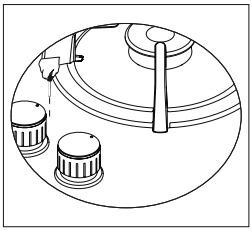
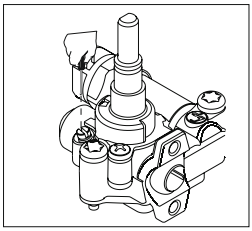

Рис. 4
Рис. 5
4. Снимите с прибора ручки управления рис.4. Настройте винт посередине газовых кранов, как показано на рис.5, слегка повернув отверткой.